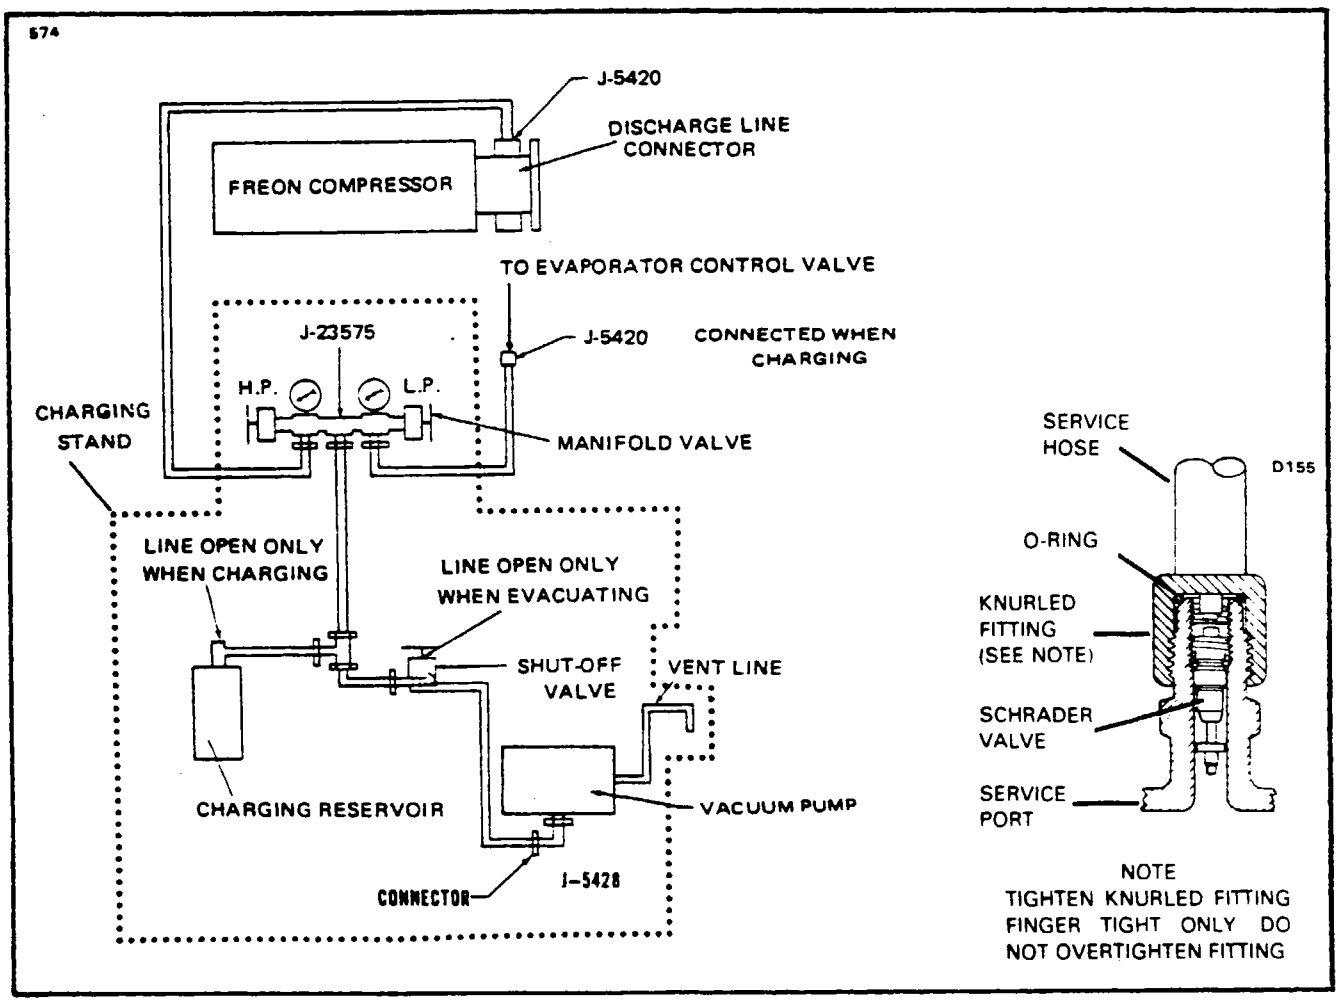

Figure 13-28. Charging and Evacuating Schematic (Charging Stand Method)
a. The most accurate way to check the condition of the system is by attaching gauges to the system as shown in Figure 13-28.
b. Connect the gauge set J-23575 to the vacuum pump and refrigerant charging drum as shown in Figure 13-28. Use J-5420 Schrader valve adapters to connect gauge lines to the Schrader valve fittings at the compressor and evaporator control valve. (Refer to Figure 13-28.)
b. Connect high pressure gauge line with adapter J-5420 attached to the compressor discharge Schrader valve fitting. (Refer to Figure 13-28.)